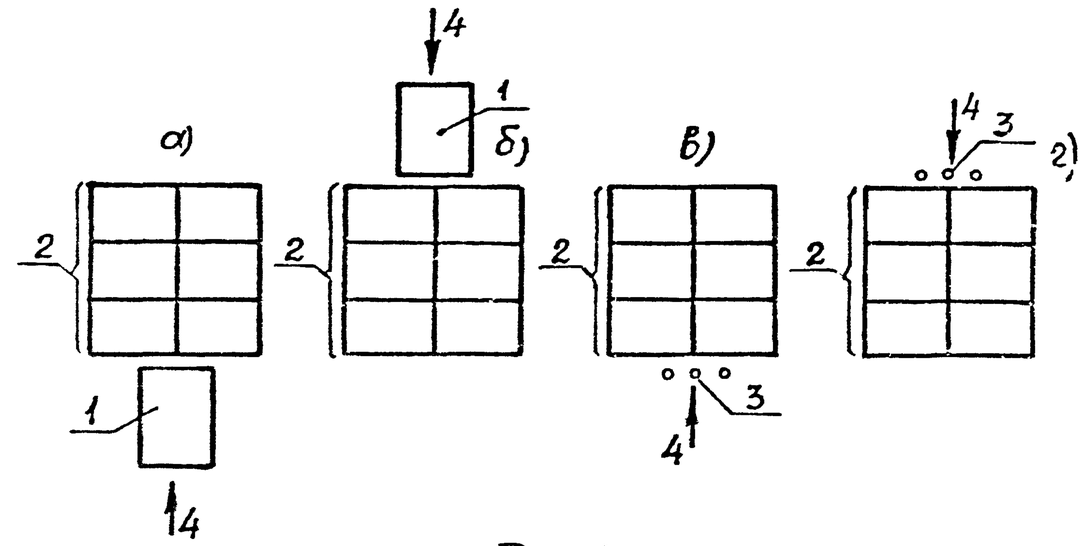

Рис. 1
4.3. Вводной выключатель и вводные зажимы в шкафах серии ПР11 без вводного выключателя расположены посредине шкафа, симметрично вертикальной оси шкафа, как при вводе питающего кабеля (проводов) снизу, так и сверху (рис. 1). Исключением из этого являются шкафы навесного и утопленного исполнений с вводным выключателем по схемам 004, 006, 008, 010, 012, 014, 046, 048 и 050; в этих шкафах вводной выключатель расположен слева при вводе снизу и справа при вводе сверху, если смотреть на лицевую сторону шкафа (рис. 2).
Ввод питающего кабеля (проводов) в шкаф рекомендуется выполнять в соответствии с рис. 1 и 2.